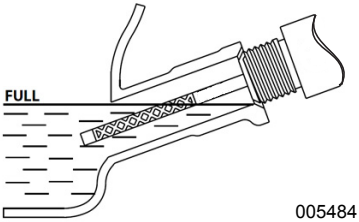

Figure 2-8. Safe Operating Range
5. To check oil level, remove funnel and insert dipstick into oil filler neck. See *Figure 2-8*.